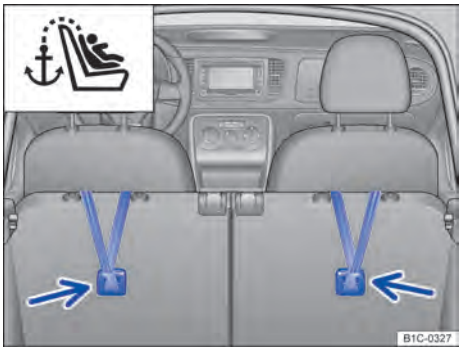

Fig. 72 Cintos de fixação superiores encaixados no compartimento de bagagem.
- Enganchar o cinto de fixação superior no compartimento de bagagem, no respectivo olhal de retenção ⇒ Fig. 72.